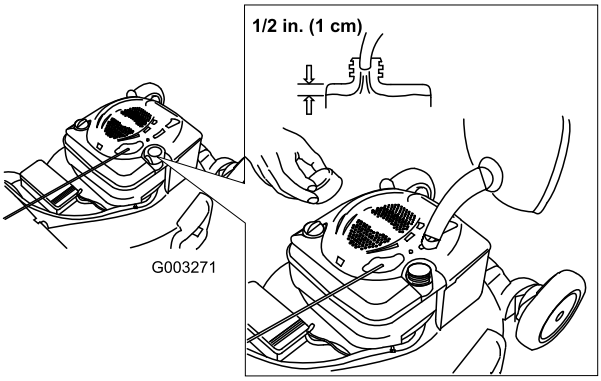

Figur 9
1. Rengjør rundt lokket til drivstofftanken, og ta av lokket (Figur 9).